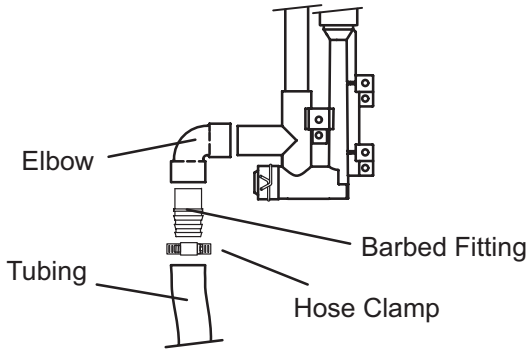

**FIGURE 47**
***NOTE -*** *Appropriately sized tubing and barbed fitting may be used for condensate drain. Attach to the drain on the trap using a hose clamp. See FIGURE 47.*